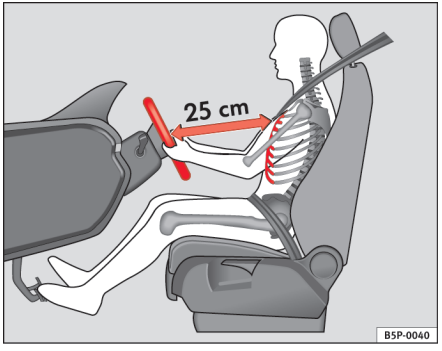

Fig. 1 Den rigtige afstand mellem fører og rat
– Indstil rattet, så afstanden mellem rattet og førerens brystkasse er mindst 25 cm ⇒ fig. 1.
- **Indstil førersædet, så der mindst er 25 cm mellem brystkassen og rattets midte ⇒ side 9, fig. 1. Hvis du sidder tættere på end 25 cm, beskytter airbagsystemet ikke optimalt.**